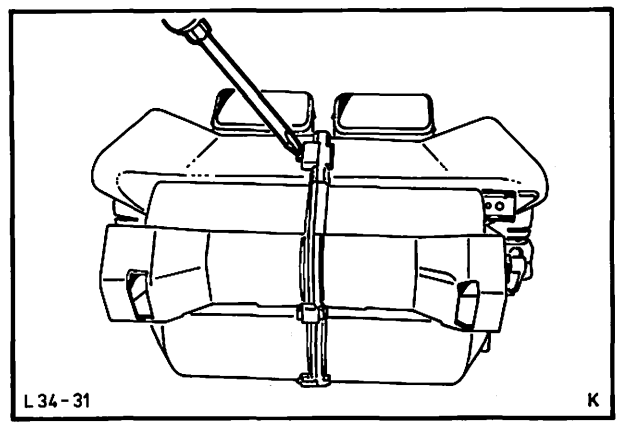

Abb. 35 Gehäusehälften trennen
3. Gehäusehälften mit einem geeigneten Schraubenzieher, wie in Abb. 35 gezeigt, voneinander trennen. Produktionsseitig können einzelne Haltelaschen am Flansch des Gehäuses mit zusätzlichen Halteklammern gesichert sein (siehe Punkt 6 in dieser Arbeitsposition). Gehäuseteile langsam von Hand auseinanderziehen.